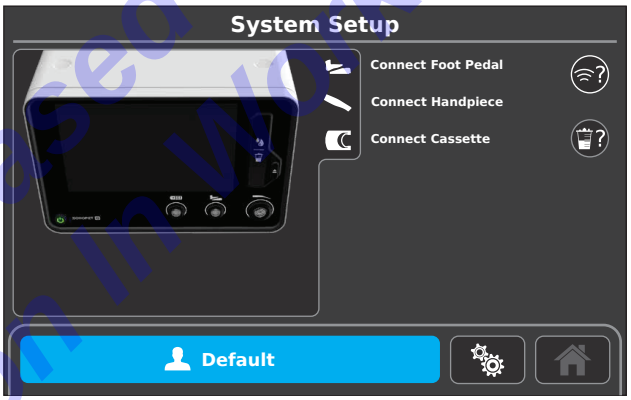

Figure 52 – Preset Access
1. From the SYSTEM SETUP screen or HOME screen, touch the PRESET roll-up button (Figure 52).